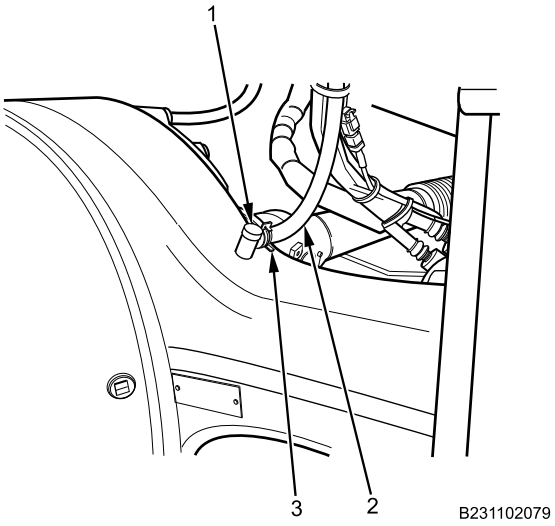

Figure 34. Air Vent Hose.
31. Install vent hose (Figure 34, Item 2) onto vent (Figure 34, Item 1) with spring clip (Figure 34, Item 3).